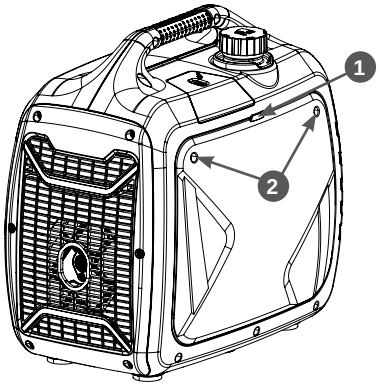

Рис. 8. Снятие левой панели корпуса
2. Открутите болты 2 крепления, потяните за ручку 1 и снимите левую панель корпуса (Рис. 8).
2. Открутите болты крепления и снимите левую панель корпуса (Рис. 8).